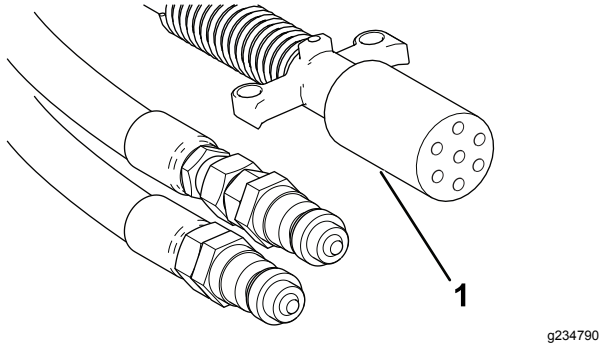

**Figur 21**
8. Anslut den lindade strömkabeln med 7 stift till maskinens uttag och bogserfordonet (Figur 21).